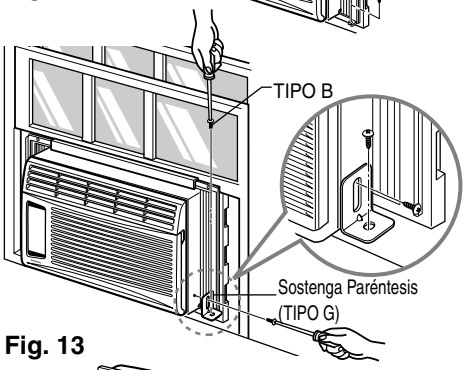

Fig. 13
b. Abroche el paréntesis de suport (TIPO G) usando un tornillo quitado. Conecte el paréntesis de suport (TIPO G) en el alféizal interior de ventana con un tornillo (TIPO B), cuando Fig. 13.